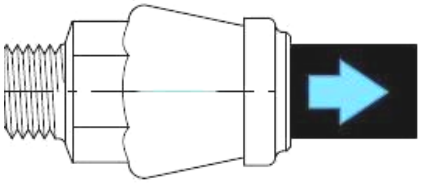

Figure 4
5. Retirer le tube PE (verrouillage de l'anneau de serrage) (voir figure 4)